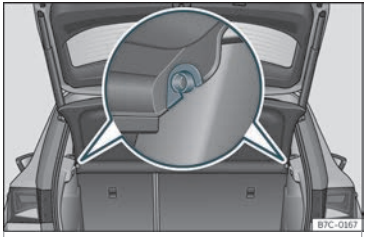

Fig. 106 No maleteiro:desmontar e montar a bandexa.
- Desencaixe a bandexa dos soportes laterais ››› **fig. 106** puxando da mesma cara arriba e extraia a bandexa.
- Introduza a bandexa horizontalmente facendo coincidir a “ferradura” sobre o eixe dos soportes ››› **fig. 106**, e prema cara abaixo ata que encaixe.